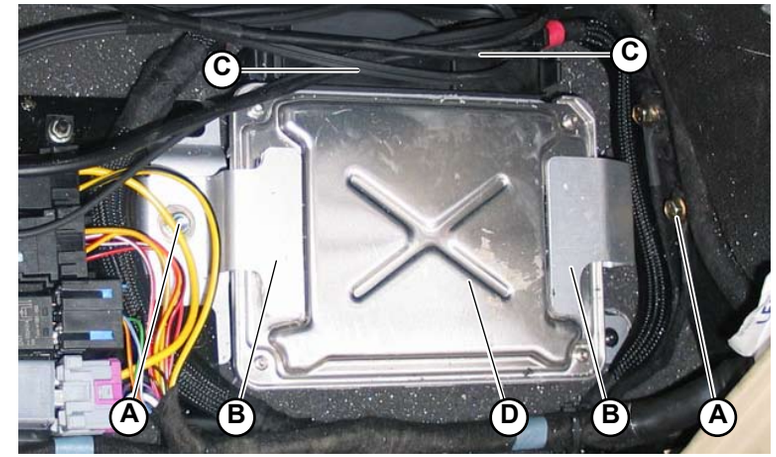

Fig.8
1. Remove the 2 screws (**A-Fig.8**) securing the 2 fixing brackets (**B-Fig.8**) to the vehicle bottom.
2. Disconnect the 2 connections (**C-Fig.8**).
3. Remove the E-Gear control unit (**D-Fig.8**).